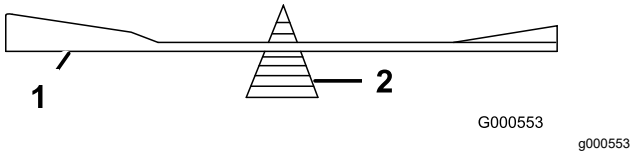

Figure 63
2. Vérifiez l'équilibre de la lame en la plaçant sur un équilibreur (Figure 63).